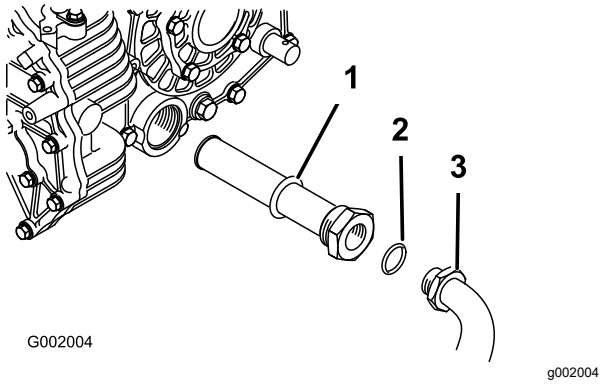

Figura 57
5. Remova a mangueira hidráulica e o encaixe em 90° (Figura 57).